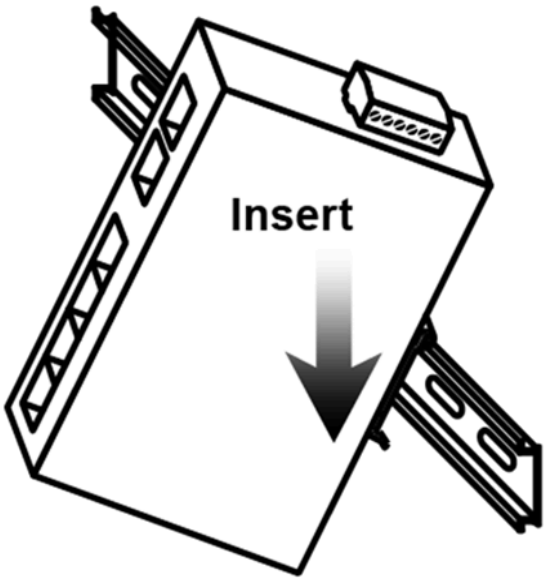

Figure 3.2 - Insert the Switch on the DIN-Rail
Step 3 - After the DIN-Rail bracket is installed on the rear side of the Switch, insert the top of the DIN-Rail onto the track as shown below in Figure 3.2.